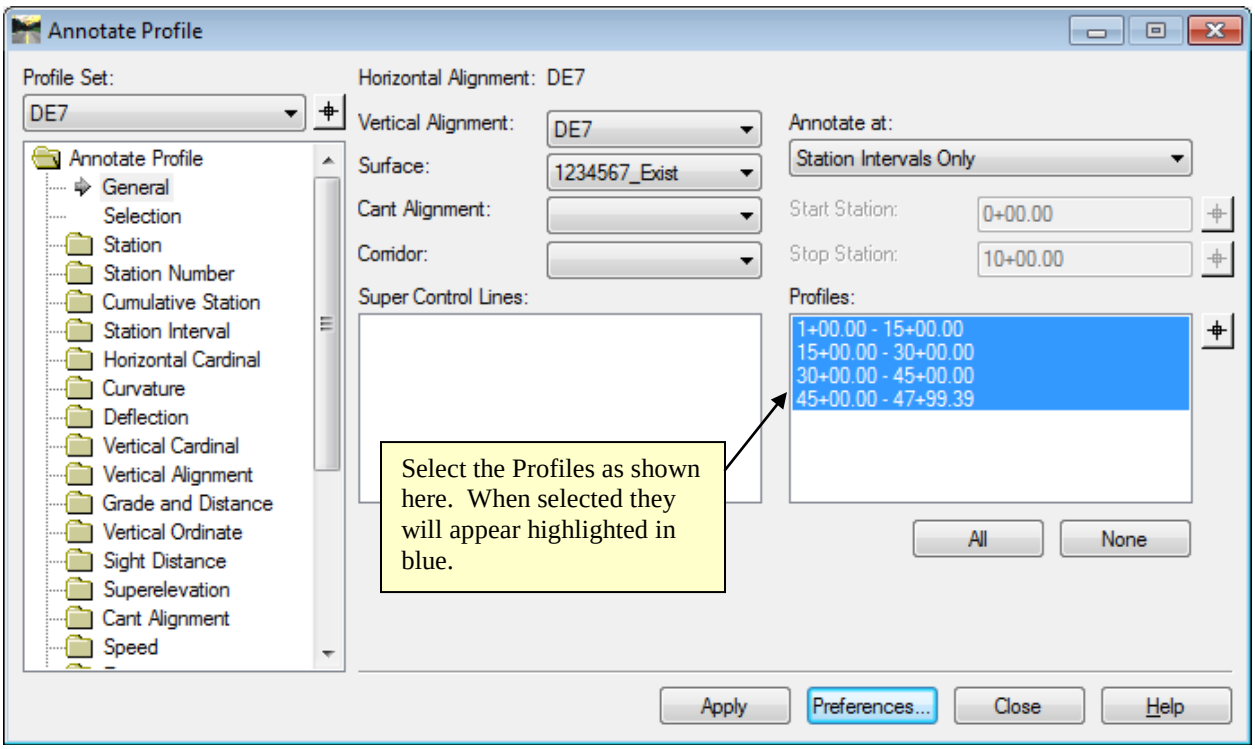

Figure L6-7 Annotate Profile
21.	**View the Profile and Vertical Alignment Elevations** A Profile Preference will be selected – once the Preference is selected the settings for Alignment **DE7** will be entered into the dialog box. • Click the **Preferences** button. • Under the **Name:** field -- Select the Preference **50h_10v_Profile**. The **50h_10v_Profile** Preference sets up the **Annotate Profile** dialog for viewing of the Terrain Profile and Vertical Alignment Elevations. • Click **Load** and **Close**. • In the **Annotate Profile** dialog select the Profiles as shown in *Figure L6-7*. *The 50h_10v_Profile Preference is selected.*